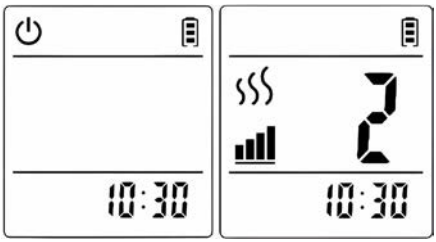

Abb. 1-1
- Stellen Sie die Fernbedienung auf OFF (wie in Abb. 1-1 gezeigt).